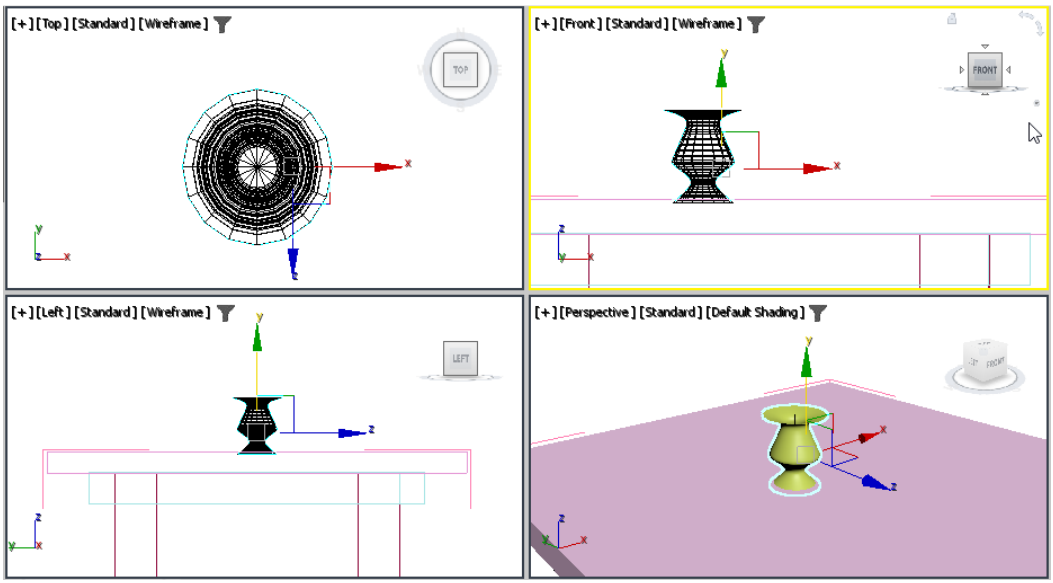

Figure 5-15 *The profile rotated to form the Jug*
17. Select the **Min** radio button in the **Align** area of the **Parameters** rollout; the profile forms the shape of a jug, refer to Figure 5-15. Invoke the **Zoom Extents All Selected** tool from the viewport navigation controls to zoom the object to its extent.